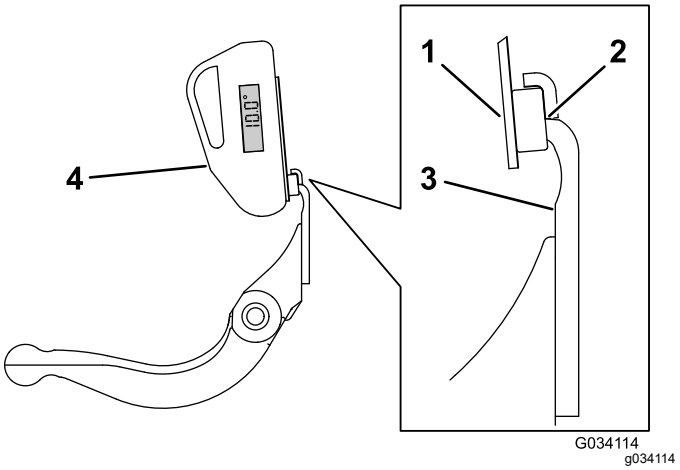

图 24
3. 将角度指示器底座放在底刀边缘上以使磁体边缘与底刀边缘紧密配合图 24。
4. 如 图 24所示将角度指示器放置到底座上。